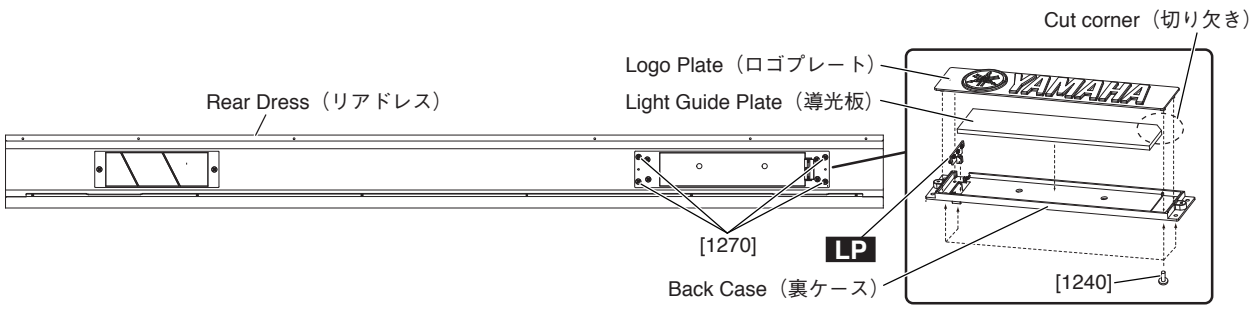

Fig.7（図 7）
6-4 Remove the four (4) screws marked [1270]. The logo plate with the light guide plate, the back case and the LP circuit board can then be removed. (Fig.7)
6-5 Remove the four (4) screws marked [1240]. The LP circuit board can then be removed. (Fig.7)
* When the light guide plate is installed, be careful of the direction of the cut corner of the light guide plate. (Fig.7)
6-4 [1270] のネジ 4 本を外し、ロゴプレート（導光板、裏ケース、LP シート付）を外します。(図 7)
6-5 [1240] のネジ 4 本を外し、LP シートを外します。(図 7)
※ 導光板を取り付ける時、導光板の切り欠きの向きに注意して下さい。(図 7)